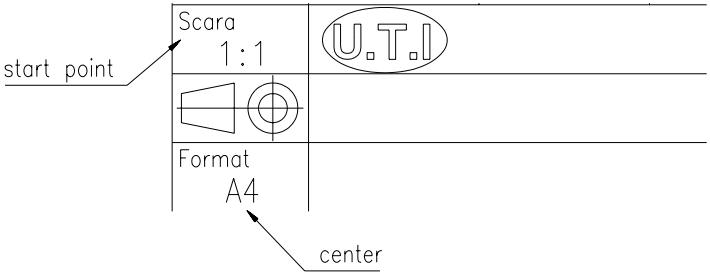

Fig. 5.24
– *zona suplimentară ce cuprinde informații indicative* (fig. 5.24);